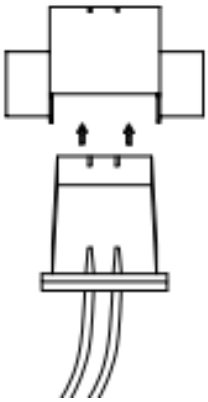

Figure I-2
(3) Route cable(see **Figures I-1 and Figure I-2, Figure I-3).**
(a) Attach cable assembly to the inside escutcheon printed circuit board (PCB) by lining up notches on top of cable connector to slots on PCB connector (Figure 3K). Press connector in firmly using thumbs until completely seated (proper position indicated by arrows on PCB as in (see **Figures I-1 and Figure I-2, Figure I-3).**
(b) If need automatic relocking function, need to install the door position sensor（supplied in the box）, attach the sensor cable to the inside escutcheon printed circuit board (PCB), the cable route through the slot on the rubber gasket. (see **Figures I-1 and Figure I-2).**